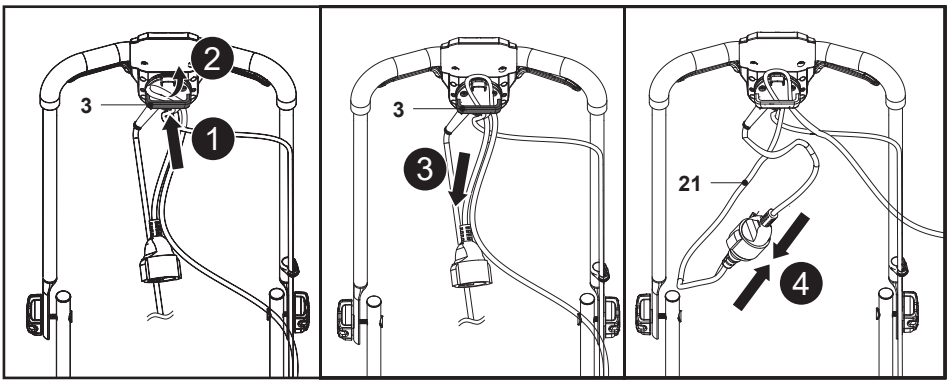

Rys. 8
1. Złożyć podwójnie przedłużacz około 30 cm od jego końca i przeprowadzić pętlę przez otwór zabezpieczenia przewodu (3), a następnie zawiesić pętlę na zaczepie (rys. 8, kroki 1, 2).
2. Przeciągnąć przedłużacz przez zabezpieczenie (3) i delikatnie pociągnąć za przewód, aby upewnić się, że jest solidnie zamocowany (rys. 8, krok 3).
3. Podłączyć przewód zasilania (21) do gniazda przedłużacza (rys. 8, krok 4).